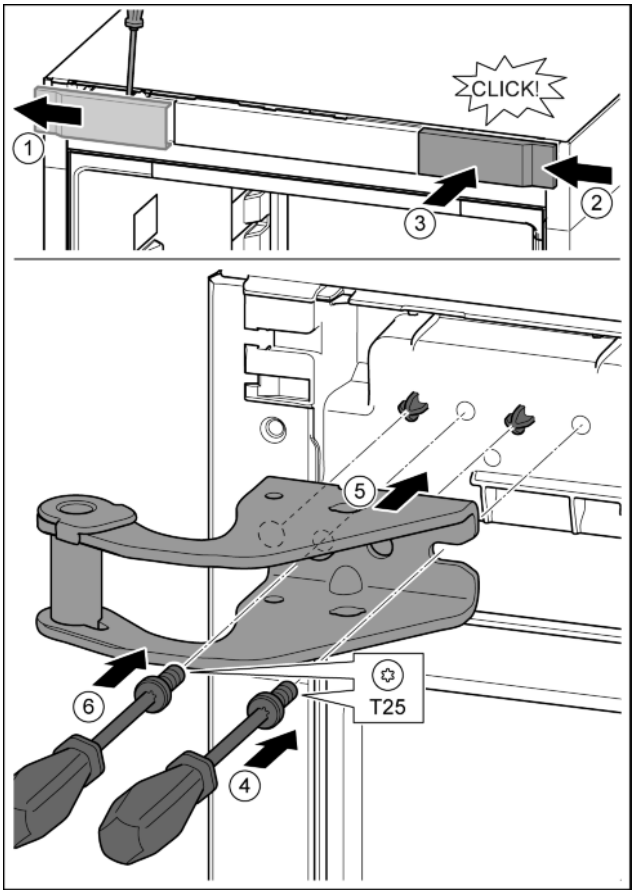

Fig. 15
- ▶ Крышку отсоединить с помощью отвертки и убрать в сторону. *Fig. 15 (1)*
- ▶ Навесить крышку, повернув ее на 180°, справа с другой стороны. *Fig. 15 (2)*
- ▶ Крышку зафиксировать. *Fig. 15 (3)*
- ▶ Установить винт отверткой T25. *Fig. 15 (4)*
- ▶ Установить верхний опорный кронштейн. *Fig. 15 (5)*
- ▶ Затянуть винт. *Fig. 15 (4)*
- ▶ Вставить и затянуть винт отверткой T25. *Fig. 15 (6)*